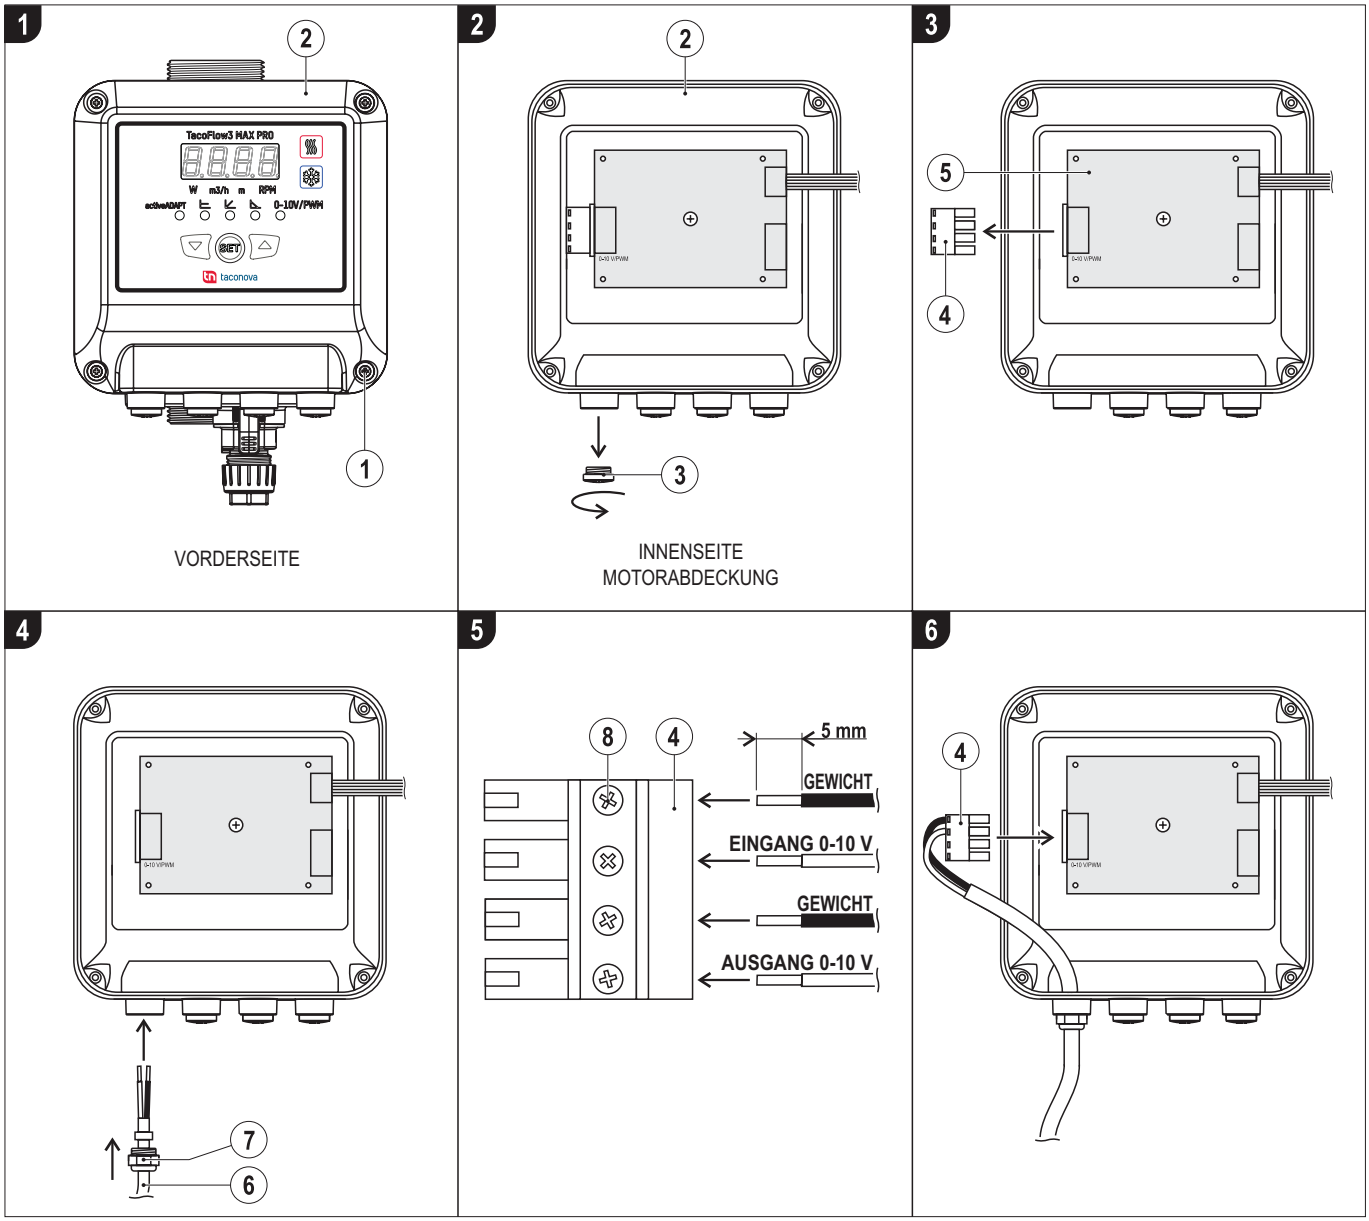

ABB. 11 *(Externer Anschluss für Signal 0-10 V / PWM)*
1) Die vier Schrauben **(ABB. 11 - Punkt 1)** zur Befestigung der Motorabdeckung **(ABB. 11 - Punkt 2)** lösen.
2) Eine Signalausgangskappe abschrauben **(ABB. 11 - Punkt 3)**.
3) Den Verbindungsstecker **(ABB. 11 - Punkt 4)** von der Leiterplatte **(ABB. 11 - Punkt 5)** abtrennen.
4) Das Kabel **(ABB. 11 - Punkt 6)** in die Kabelverschraubung M12x1,5 **(ABB. 11 - Punkt 7)** (nicht mitgeliefert) einführen und an der Abdeckung anschrauben.
5) Die Enden der Drähte abisolieren (MIN. 5 mm), sie in den Verbindungsstecker **(ABB. 11 - Punkt 4)** einführen und mit Schrauben **(ABB. 11 - Punkt 8)** befestigen.